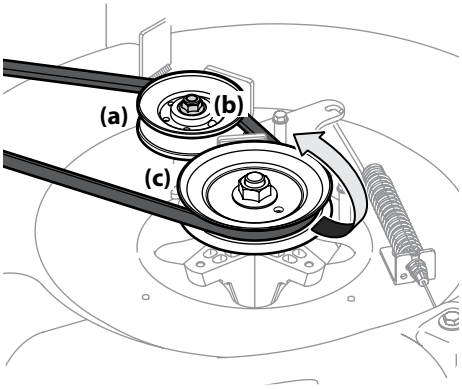

Figura 4-12
7. Afloje la polea loca (plataformas de 24" solamente) (a) para lo cual debe aflojar la tuerca de seguridad con brida (b) que la sujeta, lo suficiente para que quede una holgura para que pase la correa hacia afuera. Extraiga la correa sacándola de la polea de transmisión de la plataforma (c) y de la polea loca (a). Consulte la Figura 4-12.